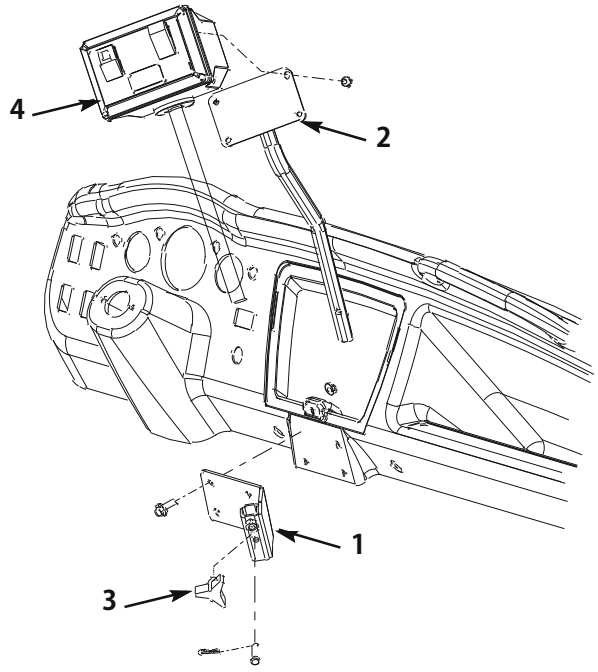

図9
1. キャップスクリュ（5/16–18 x 1 in; 4本）とナットを使用して、レシーバ・アセンブリをワークマンのダッシュボードに取り付ける。各部材は図9のように組み付ける。
2. ネジ 4 本を使ってコントロール・ボックスを取り付けアセンブリに固定する（図 9）。
3. 取り付けアセンブリの支柱をレシーバに差し込んでクレビス・ピンとコッター・ピンで固定する（図 9）。
4. レシーバのノブを締めて支柱を固定する（図 9）。